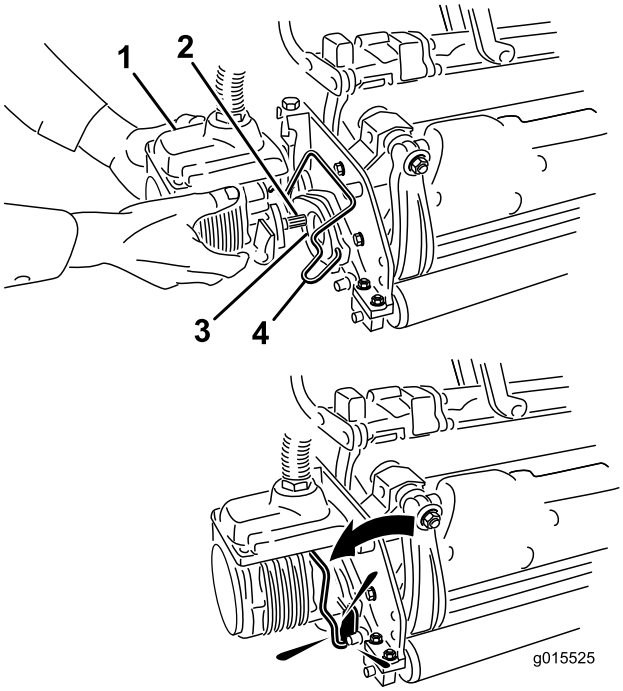

Figur 35
6. Stryk på rent fett på klippenhetsmotorns räfflade axel (Figur 35).
7. För in motorn på vänster sida av klippenheten (sett från förarsätet) och dra motorfäststaget på klippenheten mot motorn tills du hör ett klickljud från båda sidorna av motorn (Figur 35).